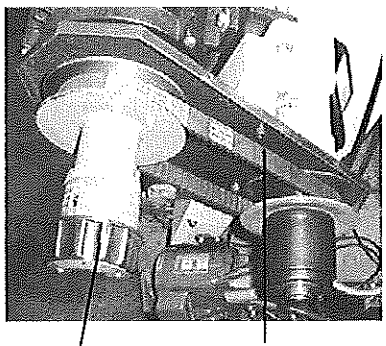
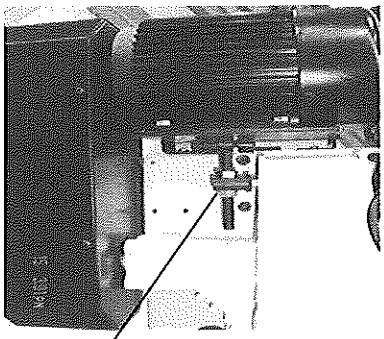

Fig.6
Fig.5
If the belt (B) (Fig 6) is too loose, Loosen screw nut (A)(Fig5) adjust the screw to proper tension and lock the screw nut.
The cutting speed is controlled by speed change C (Fig 6). Turn it clockwise to decrease the cutting speed and increase the cutting speed by turning counter-clockwise.